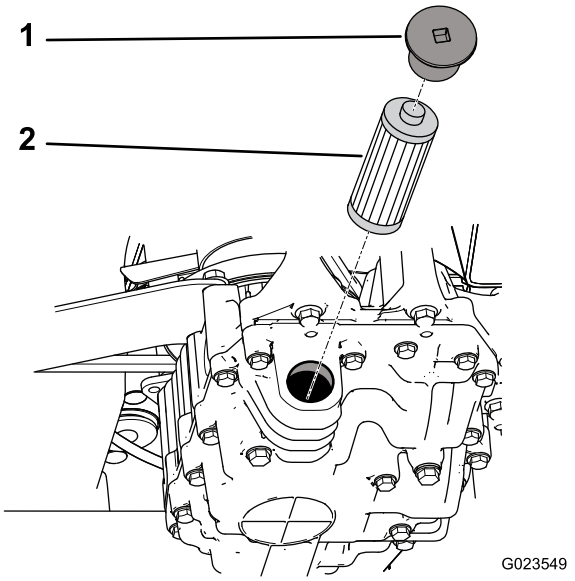

Figuur 71
5. Verwijder de filterdop en trek het filter uit de transmissie (Figuur 71).